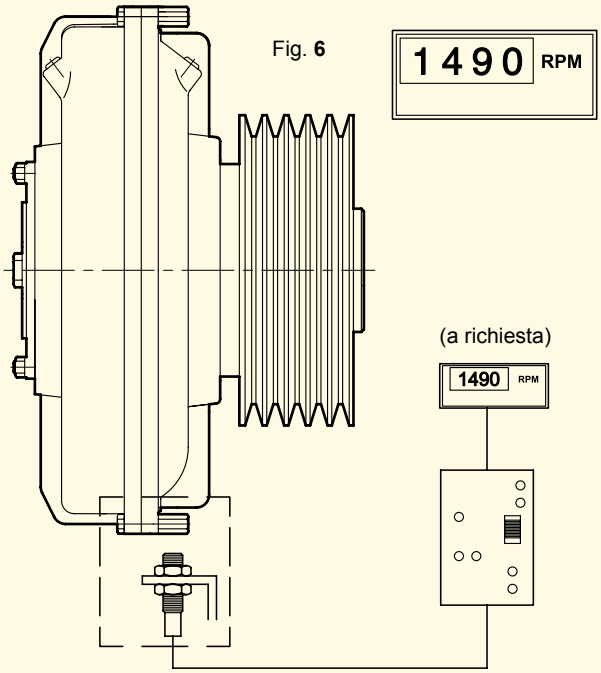

Fig. 6
11.2 DISPOSITIVO ELETTRONICO PER CONTROLLO SOVRACCARICO (Fig. 6)